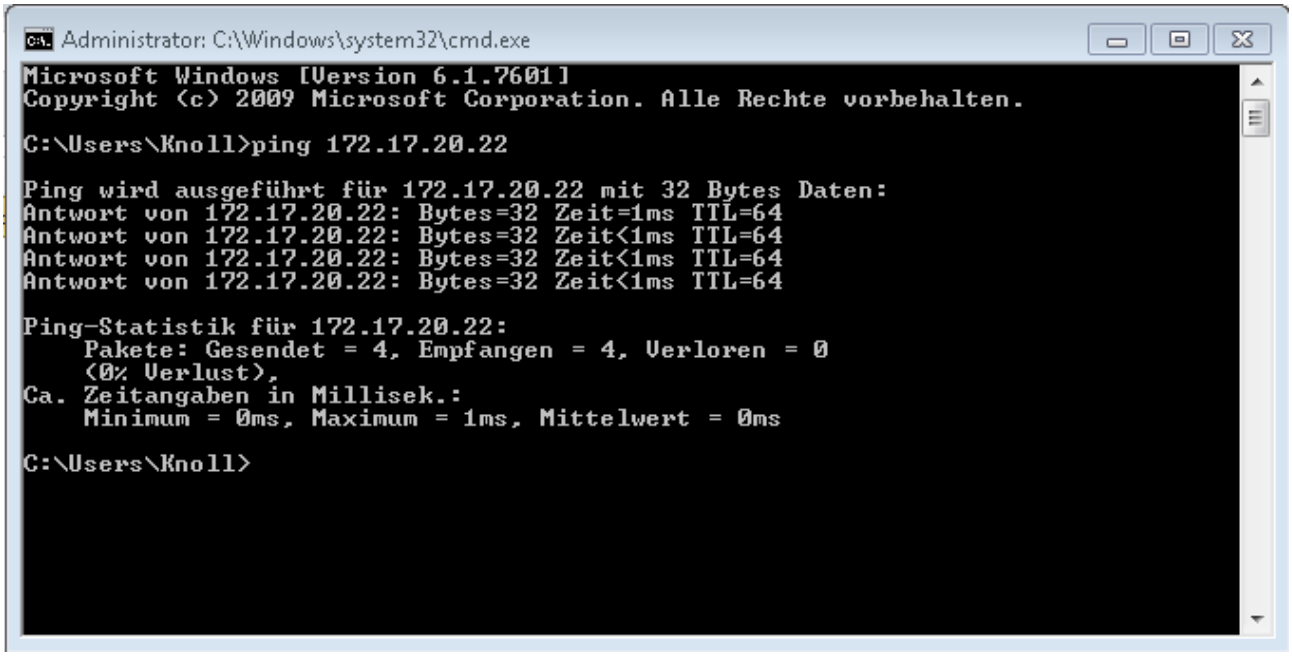

Abb. 14: Beispiel zur Eingabe des Ping-Befehls
▶ Ist die Ethernet-Schnittstelle richtig konfiguriert und angeschlossen, kommen innerhalb kürzester Zeit vier Antworten von der Schnittstelle. Siehe Abb. 14.